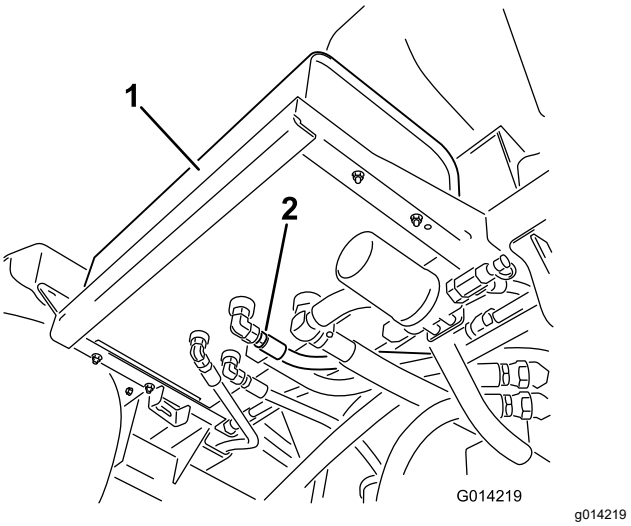

**Figur 111**
2. Rengör området kring hydraulslangskopplingen på hydraulvätsketankens undersida (Figur 111).
4. Ta bort slangnippeln från tanken och låt vätskan rinna ned i kärlet (Figur 111).